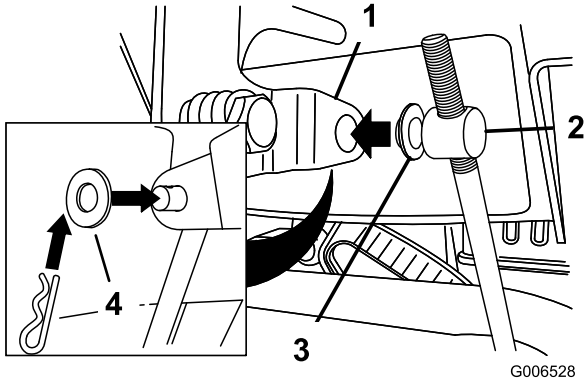

Bild 5
3. Legen Sie eine Flachscheibe auf den Drehzapfen (Bild 5).
6. Heben Sie die Geschwindigkeitsschaltstange an und setzen Sie den Drehzapfen in das Loch im Geschwindigkeitsschalthebel (Bild 5).
B. Schließen Sie den Drehzapfen vom Geschwindigkeitsschalthebel ab (Bild 5).
C. Drehen Sie den Drehzapfen auf der Geschwindigkeitsschaltstange nach unten (nach rechts) (Bild 5).
D. Schließen Sie den Drehzapfen am Geschwindigkeitsschalthebel an (Bild 5).
C. Drehen Sie den Drehzapfen auf der Geschwindigkeitsschaltstange nach oben (nach links) (Bild 5).